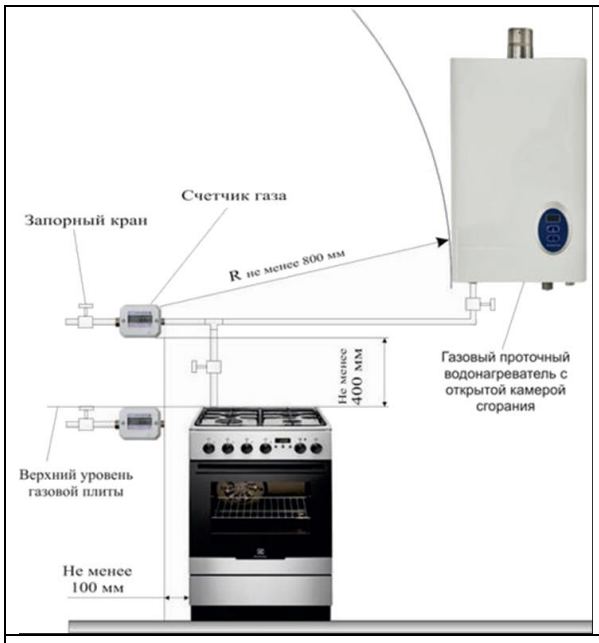

Рис. 1. Установка счётчика газа ЭКО НОМ
7.1 Счётчик устанавливается на горизонтальной или вертикальной линии газопровода, между газовым краном и бытовым газовым прибором, например: газовой плитой (рис. 1, рис. 2).
7.5 Допускается установка счётчика (рис.1) на расстоянии по горизонтали не менее 100 мм и по вертикали не менее: